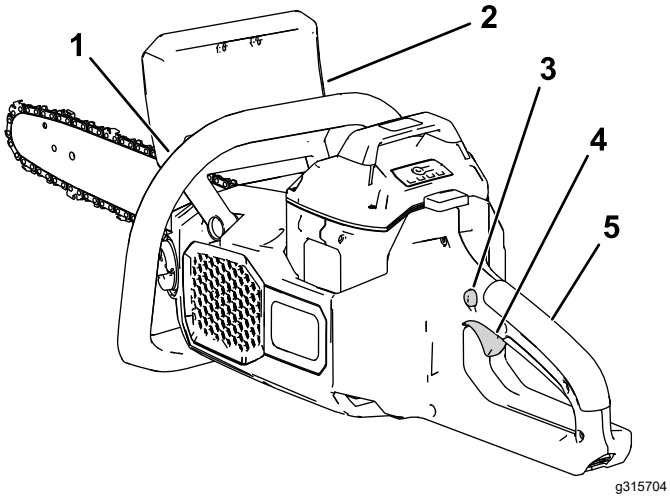

Figura 10
7. Con la mano izquierda en la empuñadura delantera y la mano derecha en la empuñadura trasera, presione el seguro del gatillo y luego apriete el gatillo (Figura 10).